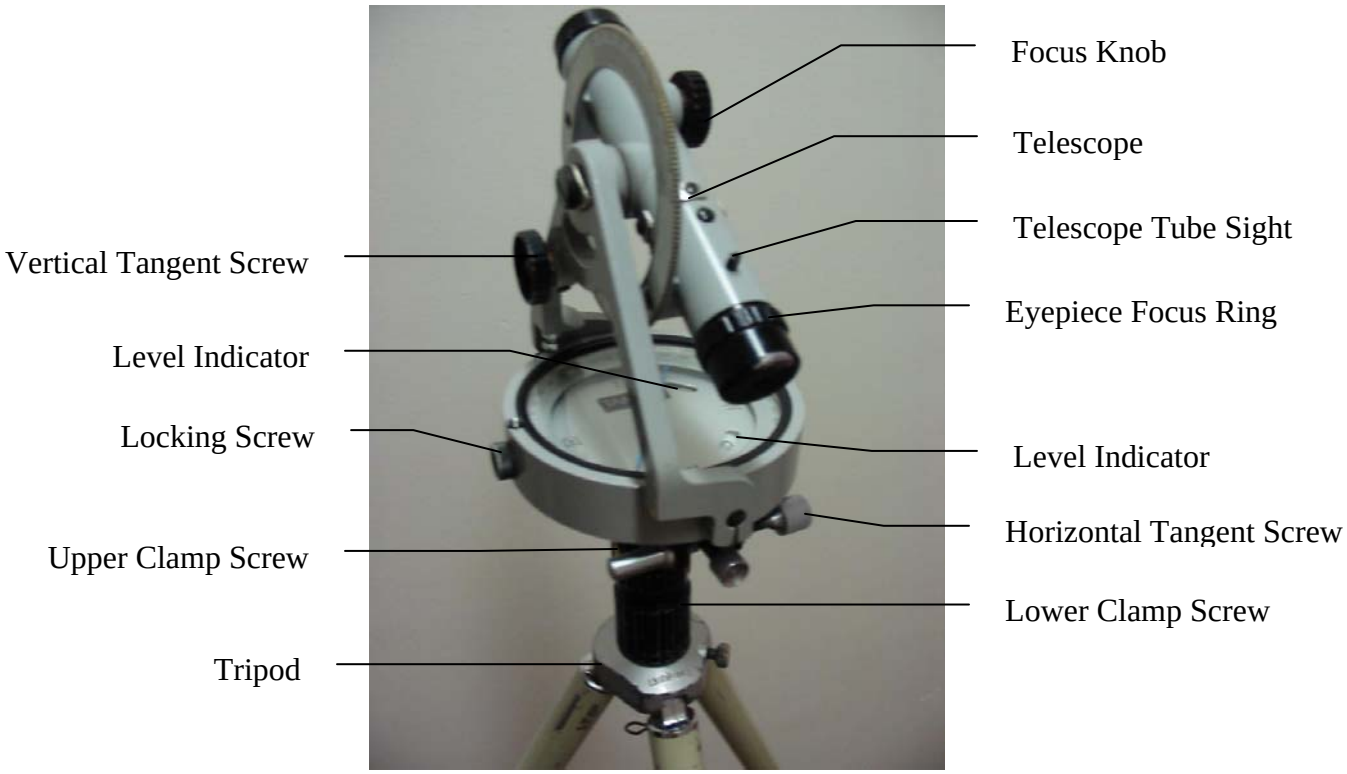
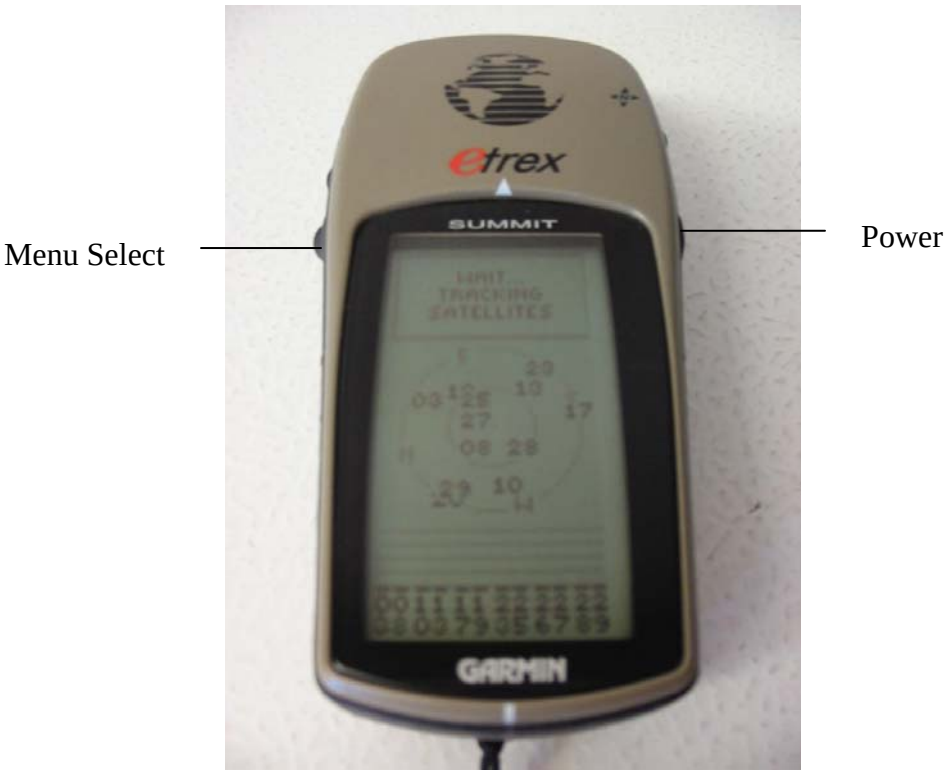
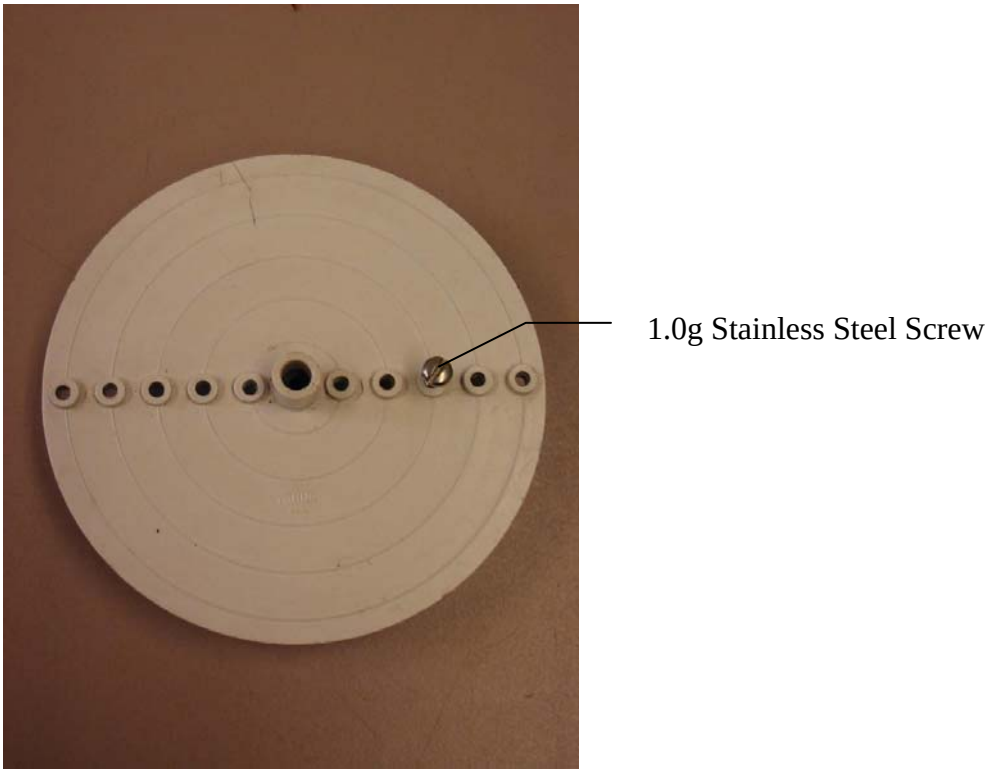

Figure 1: Tamaya Transit
Figure 3: Garmin eTrex GPS
Figure 4: R.M. Young 18312 Torque Disk
Twice yearly, a Tamaya transit (Figure 1) and Brunton pocket transit (Figure 2) are used to verify the crossarm orientation relative to true North. The Tamaya is used to check the magnetic orientation of the crossarm and the Brunton pocket transit is used to determine the magnetic declination. Together, a measurement accuracy of within 0.5º relative to true north can be achieved. A GPS (Figure 3) is used to verify the crossarm orientation at other times of the year. The tolerance of the GPS is ±1º. The wind vane orientation is then checked against the crossarm by setting the vane parallel to the crossarm and reading the output. The R.M. Young 18312 torque disc (Figure 4) is used to quantify the starting torque of the wind direction sensor with the vane removed.
The accuracy measurement for Climatronics F460 wind direction sensors are performed with a Climatronics 101984 degree fixture and degree wheel (Figure 5). After attaching the sensor to the degree fixture, the degree wheel is rotated at 30º increments clockwise, then counterclockwise on the degree fixture to measure the linearity of the potentiometer. See Figure 4 for a diagram of the Climatronics degree fixture and degree wheel
Tamaya Transit (Figure 1)
1. Power on the GPS (Figure 3). Go to the *compass* screen and wait for the position to update (~2 min). When ready to use, it should indicate an accuracy of less than or equal to 20 feet.
3. Attach the torque disc (Figure 4) to the sensor by sliding the disc all the way into the shaft so that the mating surface at the center of the disc is flush with the surface of the sensor cap.